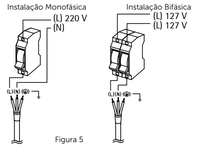

Figura 5
- Não é recomendado a utilização de tomadas, o cabo de alimentação deve ser ligado conforme esquema ilustrado na Figura 5.